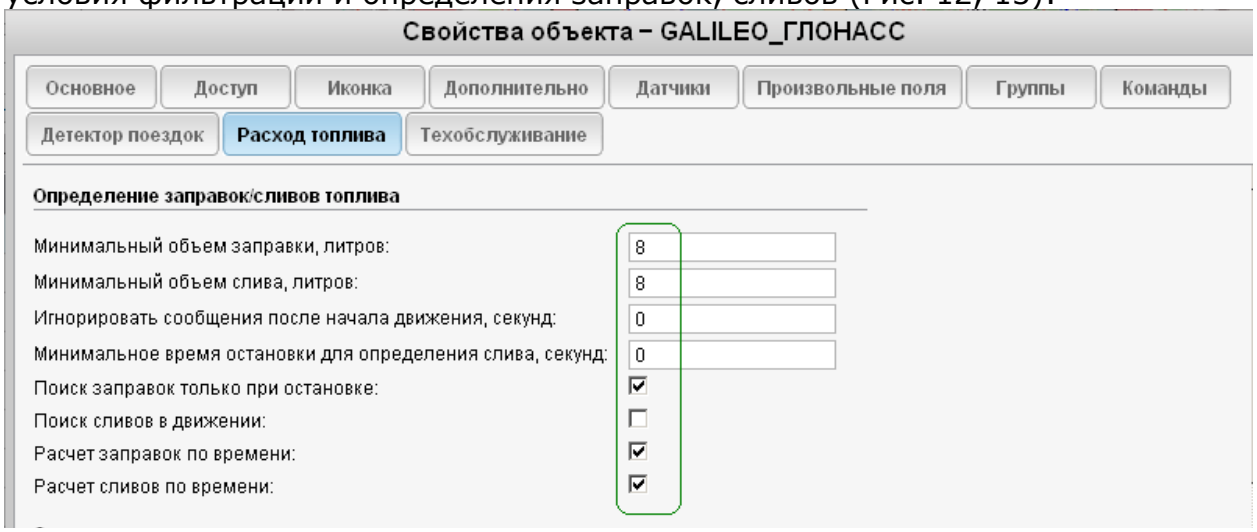

Рисунок 12
3.4.3. На вкладке «Расход топлива» включаем обрабатываемые датчики, условия фильтрации и определения заправок, сливов (Рис. 12, 13):